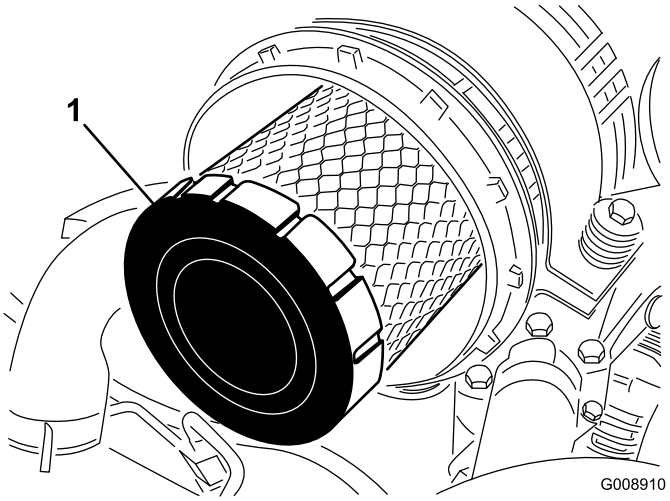

Figur 63
4. Ta bort och byt ut huvudfiltret (Figur 63).